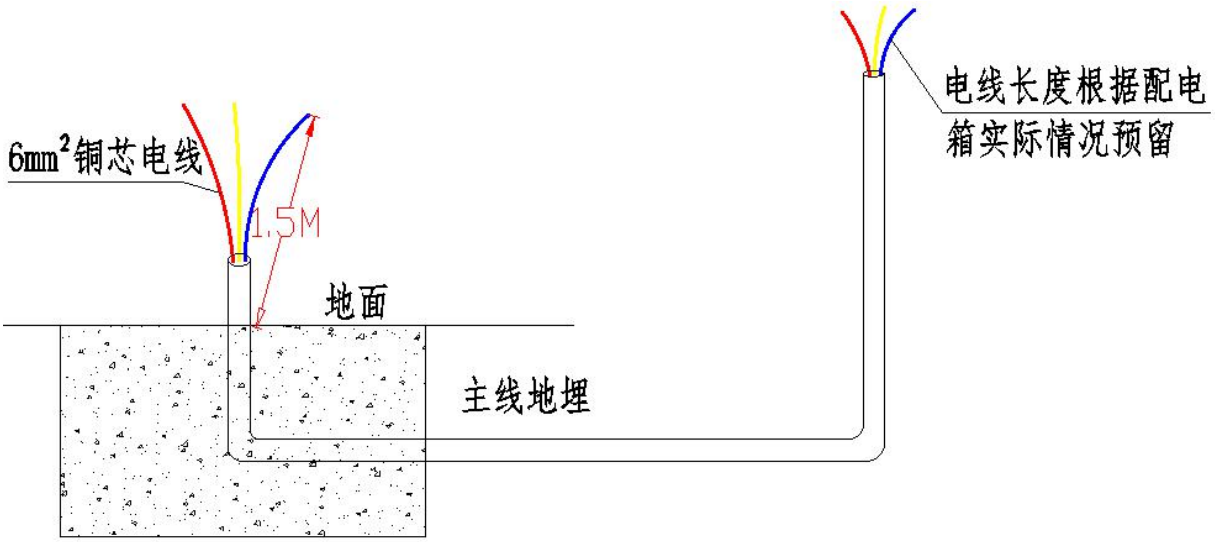

图 3
3、在预埋线管内穿入一组 6㎜² 铜芯线，设备端从地面穿出预留 1.5 米的电线用来接入设备,线的另一端布线到配电箱预留合适长度。(注:布线时要有三条线,分别为火线、零线、地线)，如图 3。